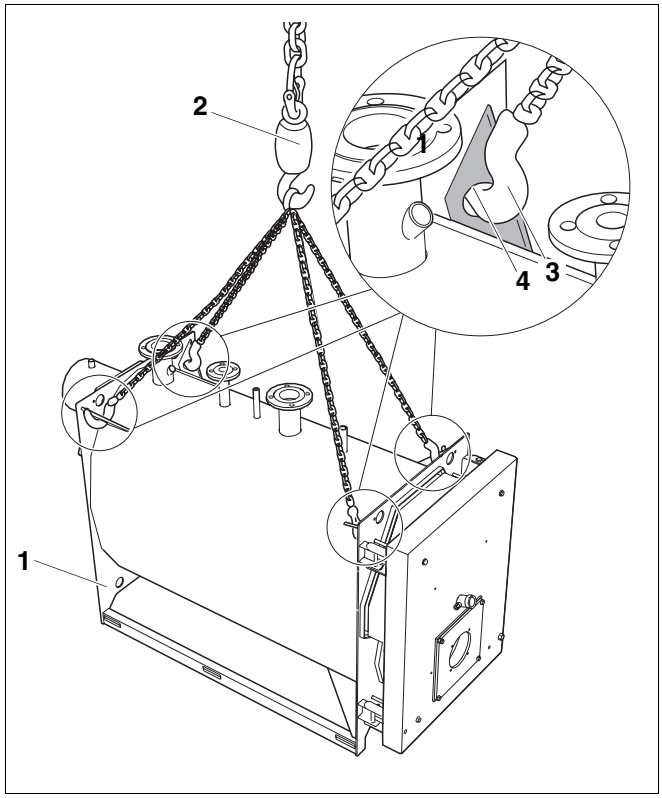

Рис. 5 Подъем корпуса котла краном
Корпус котла (рис. 5, **поз. 1**) можно поднимать и переносить с помощью крана.
- Крюки строп (рис. 5, **поз. 3**) вставить в отверстия на четырех косынках жесткости (рис. 5, **поз. 4**), расположенных на корпусе котла.
- Подвесить стропы на крюк крана (рис. 5, **поз. 2**).